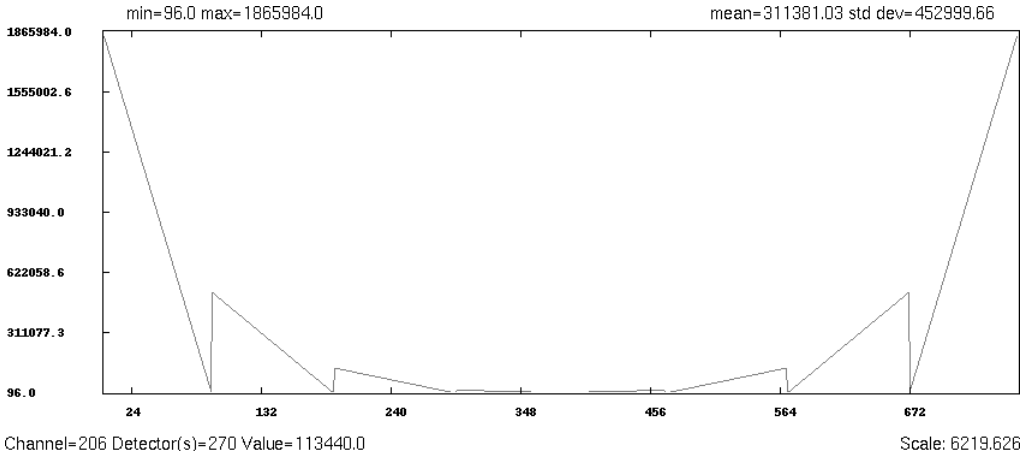

Figure 2-117 DCB Data, Means Example
* Record the exam number the test uses and plot the data using Scan Analysis to look for errors. Look at ALL rows. ALL rows may not look the same. Refer to Figures 2-117, 2-118, 2-119 and 2-120, for four examples of what rows should look like.